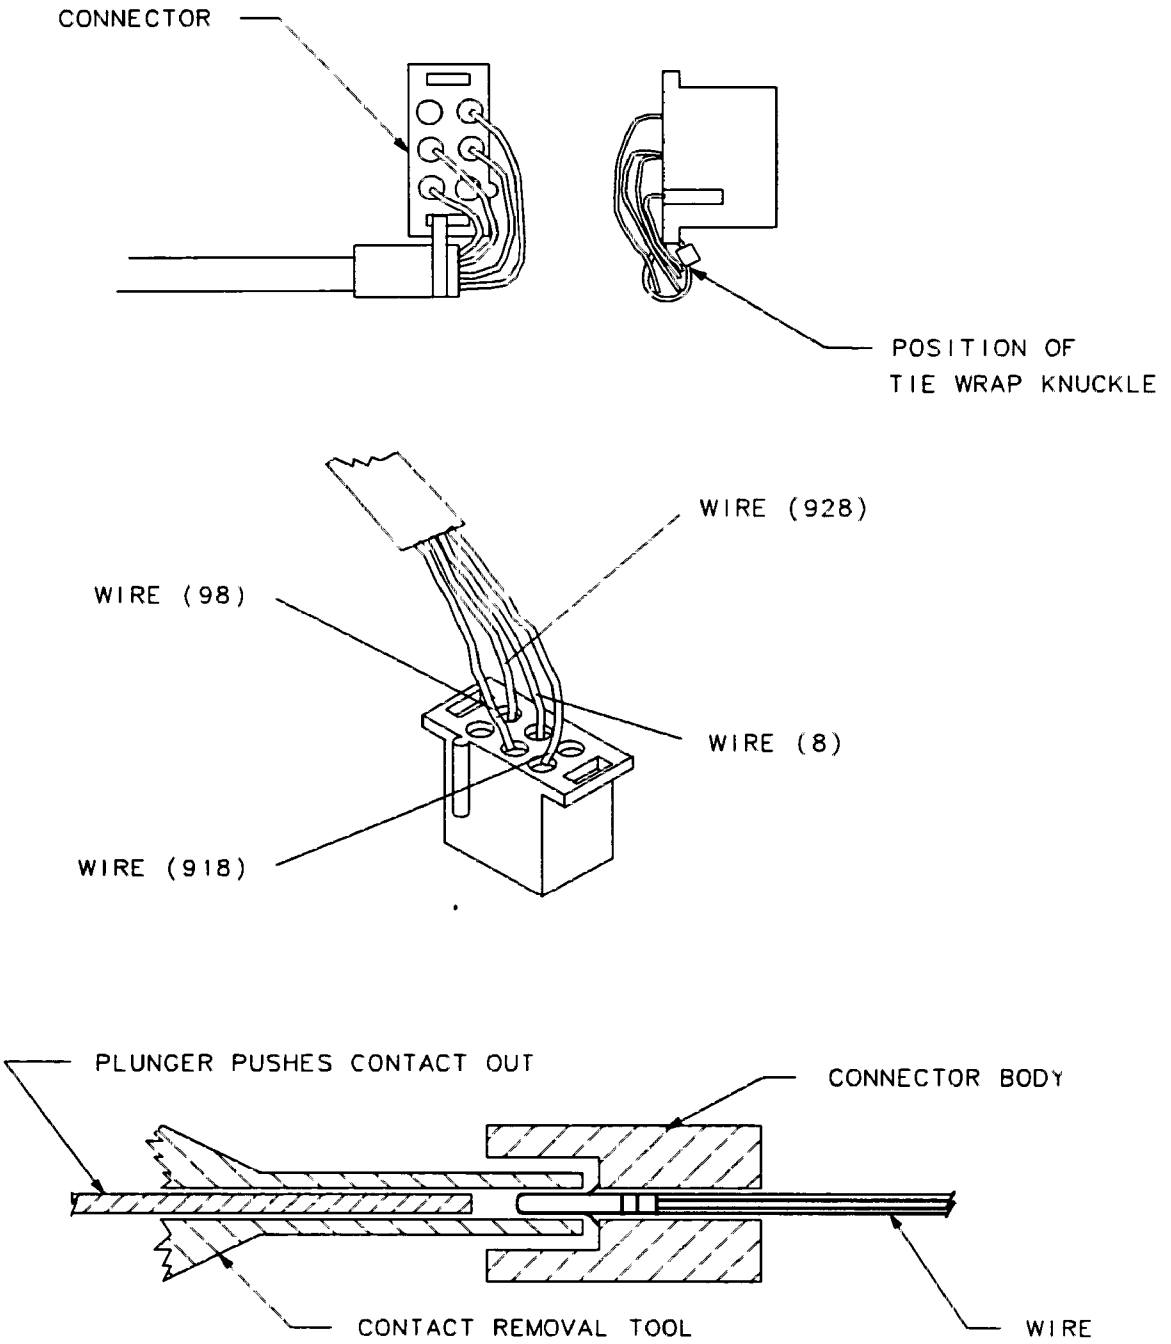

Figure 3-29. W3 Cable Connector
15. From the top side of the analyzer, use contact removal tool, HP part number 8710-1791, to remove the four wires from the W3 connector. See Figure 3-29. With wire cutters, clip the tie wrap holding the cable to the contact housing.
8. Insert the four contacts into the W3 connector as shown in Figure 3-29.